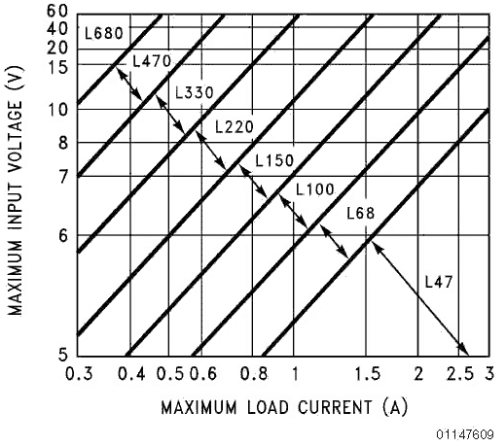
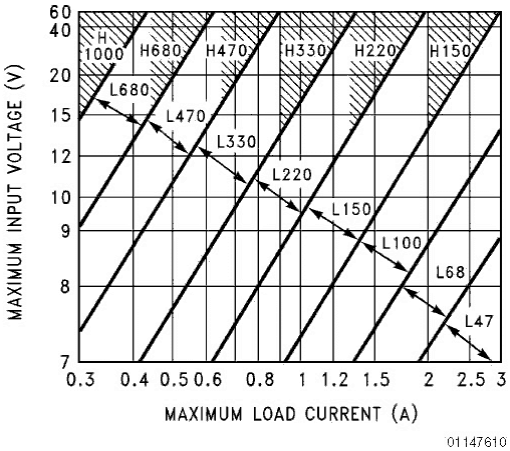
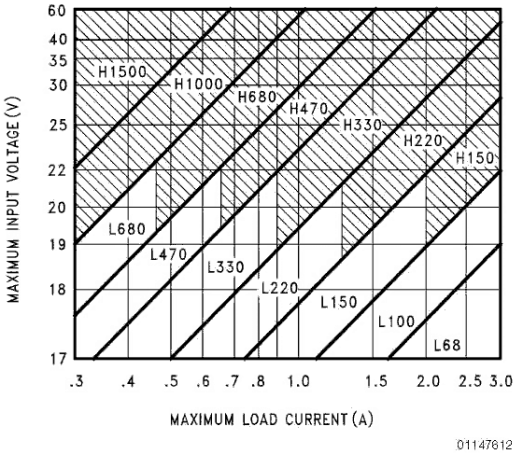
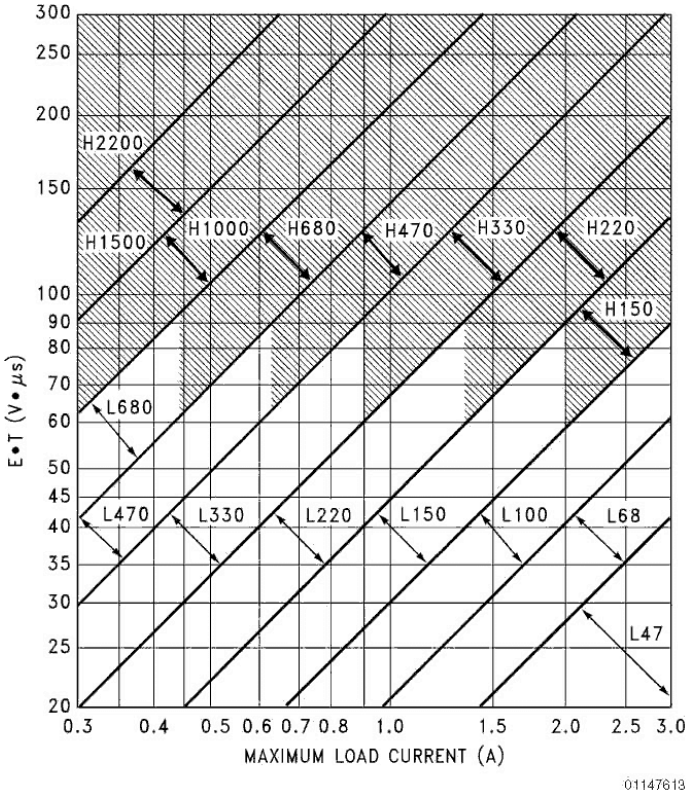

FIGURE 3. LM2576(HV) -3.3
FIGURE 4. LM2576(HV)-5.0
FIGURE 6. LM2576(HV)-15
FIGURE 7. LM2576(HV)-ADJ
Given: V_{OUT} = Regulated Output Voltage (3.3V, 5V, 12V, or 15V) V_{IN}(Max) = Maximum Input Voltage L_{LOAD}(Max)=Maximum Load Current 1. **Inductor Selection (L1) A.** Select the correct Inductor value selection guide from *Figures 3,4,5 or Figure 6*.(Output voltages of 3.3V, 5V, 12V or 15V respectively). For other output voltages, see the design procedure for the adjustable version. **B.** From the inductor value selection guide, identify the inductance region intersected by V_{IN}(Max) and L_{LOAD}(Max), and note the inductor code for that region. **C.** Identify the inductor value from the inductor code, and select an appropriate inductor from the table shown in *Figure3*. Part numbers are listed for three inductor manufacturers. The inductor chosen must be rated for operation at the LM2576 switching frequency (52 KHz) and for a current rating of 1.15 X L_{LOAD}. For additional inductor information, see the inductor section in the Application Hints section of this data sheet. 2. **Output Capacitor Selection (C_{OUT}) A.** The value of the output capacitor together with the inductor defines the dominate pole-pair of the switching regulator loop. For stable operation and an acceptable output ripple voltage, (approximately 1% of the output voltage) a value between 100μF and 470μF is recommended. **B.** The capacitor's voltage rating should be at least 1.5 times greater than the output voltage. For a 5V regulator, a rating of at least 8V is appropriate, and a 10V or 15V rating is recommended. Higher voltage electrolytic capacitors generally have lower ESR numbers, and for this reason it may be necessary to select a capacitor rated for a higher voltage than would normally be needed. 3. **Catch Diode Selection (D1) A.** The catch-diode current rating must be at least 1.2 times greater than the maximum load current. Also, if the power supply design must withstand a continuous output short, the diode should have a current rating equal to the maximum current limit of the LM2576. The most stressful condition for this diode is an overload or shorted output condition. **B.** The reverse voltage rating of the diode should be at least 1.25 times the maximum input voltage. 4. **Input Capacitor (C_{IN})** An aluminum or tantalum electrolytic bypass capacitor located close to the regulator is needed for stable operation.	**Given:** V_{OUT} =5V V_{IN}(Max) =15V L_{LOAD}(Max)=3A 1. **Inductor Selection (L1) A**. Use the selection guide shown in *Figure 4*, B. From the selection guide, the inductance area intersected by the 15V line and 3A line is L100. C. Inductor value required is 100μH. From the table in Figure 3. Choose AIE 415-0930. Pulse Engineering PE92108, or Renco RL2444. 2. **Output Capacitor Selection (C_{OUT}) A.** C_{OUT}=680μF to 2000μF standard aluminum electrolytic. **B.** Capacitor voltage rating=20V. 3. **Catch Diode Selection (D1) A.** For this example, a 3A current rating is adequate. B. Use a 20V 1N5823 or SR302 Schottky diode, or any of the suggested fast-recoverv diodes shown in *Figure8.* 4. **Input Capacitor (C_{IN})** A 100μF, 25V aluminum electrolytic capacitor located near the input and ground pins provides sufficient bypassing.
2. Inductor Selection (L1) A. Calculate the inductor Volt ● Microsecond constant, E• T (V• μ S), from the following formula: $E \bullet T = (V_{IN} - V_{OUT}) \frac{V_{OUT}}{V_{IN}} \bullet \frac{1000}{F\ (in\ kHz)} (V \bullet \mu s)$ **B.** Use the E• T value from the previous formula and match it with E• T number on the vertical axis of the Inductor Value Selection Guide shown in *Figure 7*. **C.** On the horizontal axis, select the maximum load current. **D.** Identify the inductance region intersected by the E• T value and the maximum load current value, and note the inductor code for that region. E. Identify the inductor value from the table shown in *Figure 9.* Part numbers are listed for three inductor manufacturers. The inductor chosen must be rated for operation at the LM2576 switching frequency (52KHz) and for a current rating of 1.15 X L_{LOAD}. For additional inductor information, see the inductor section in the application hints section of this data sheet.	**2.Inductor Selection (L1) A.** Calculate E• T(V • μ S) $E \bullet T = (25 - 10) \bullet \frac{10}{25} \bullet \frac{1000}{52} = 115\ V \bullet \mu s$ **B.** E• T=115 V • μ s **C.** I_{LOAD}(Max)=3A **D.** Inductance Region = H150 **E.** Inductor Value = 150 μ H Choose from AIE part #415-0936 Pulse Engineering part #PE-531115, or Renco part #RL2445.
The inductor value selection guides in *Figure 3* through *Figure 7* were designed for buck regulator designs of the continuous inductor current type. When using inductor values shown in the inductor selection guide, the peak-to-peak inductor ripple current will be approximately 20% to 30% of the maximum DC current. With relatively heavy load currents, the circuit operates in the continuous mode (inductor current always flowing), but under light load conditions, the circuit will be forced to the discontinuous mode (inductor current falls to zero for a period of time). This discontinuous mode of operation is perfectly acceptable. For light loads (less than approximately 300mA) it may be desirable to operate the regulator in the discontinuous mode, primarily because of the lower inductor values required for the discontinuous mode.